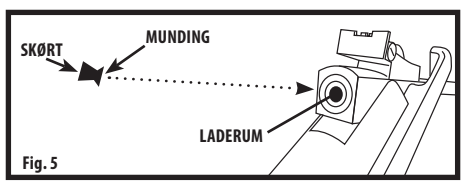

Fig. 5
1. Med løbet i åben position og spændt placeres et hagl med næsen fremad i bundstykket (Fig. 5). Sørg for, at haglskørtet flugter med forsiden af bundstykket.